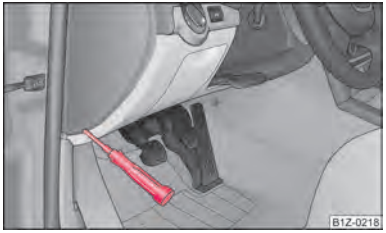

Fig. 176 Fuse cover: left side of the dash panel
– Use a screwdriver to take off the fuse cover on the side of the dash panel ⇒ fig. 176 or the fuse cover in the engine compartment ⇒ page 211.